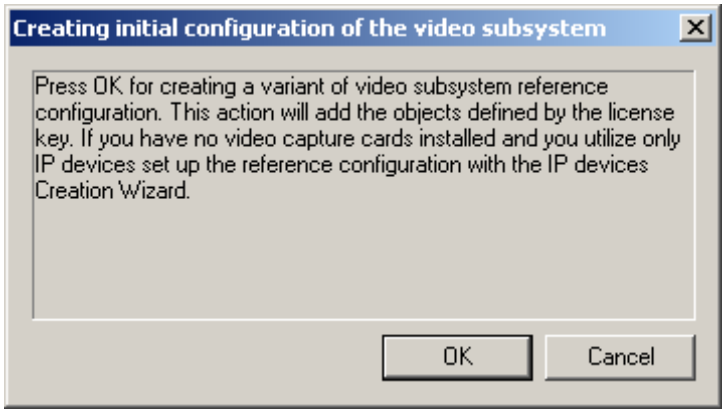

Figure 3.1—19 Initial configuration wizard
4. To create initial configuration of the video subsystem, click **OK** (Figure 3.1—19). This action will add objects under Intellect software key.